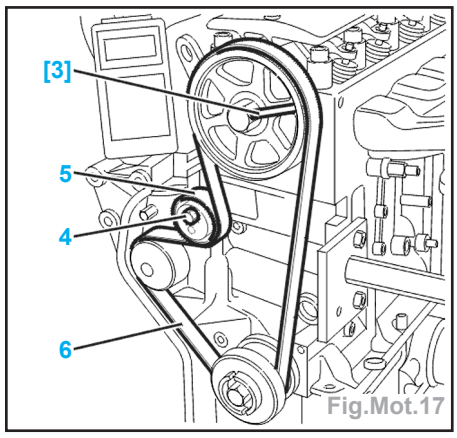

Fig.Mot.17
- Desserrer l'écrou (4) de maintien du galet tendeur (5) pour détendre la courroie (6) (Fig.Mot.17).
- Déposer la courroie de distribution (6).